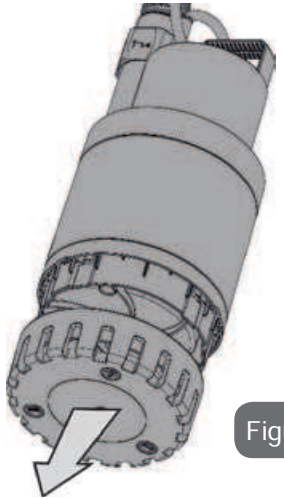

Figure 11
- Enlever la crépine d'aspiration (Fig.11).
• Enlever la partie inférieure (Fig.11).